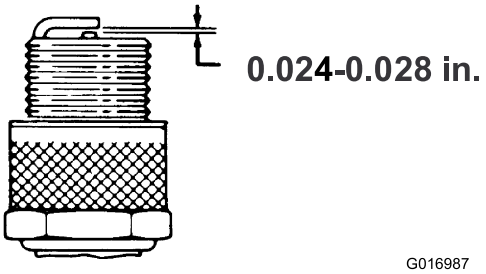

Figura 31
3. Assegure-se de que a folga de ar está correcta (Figura 31).